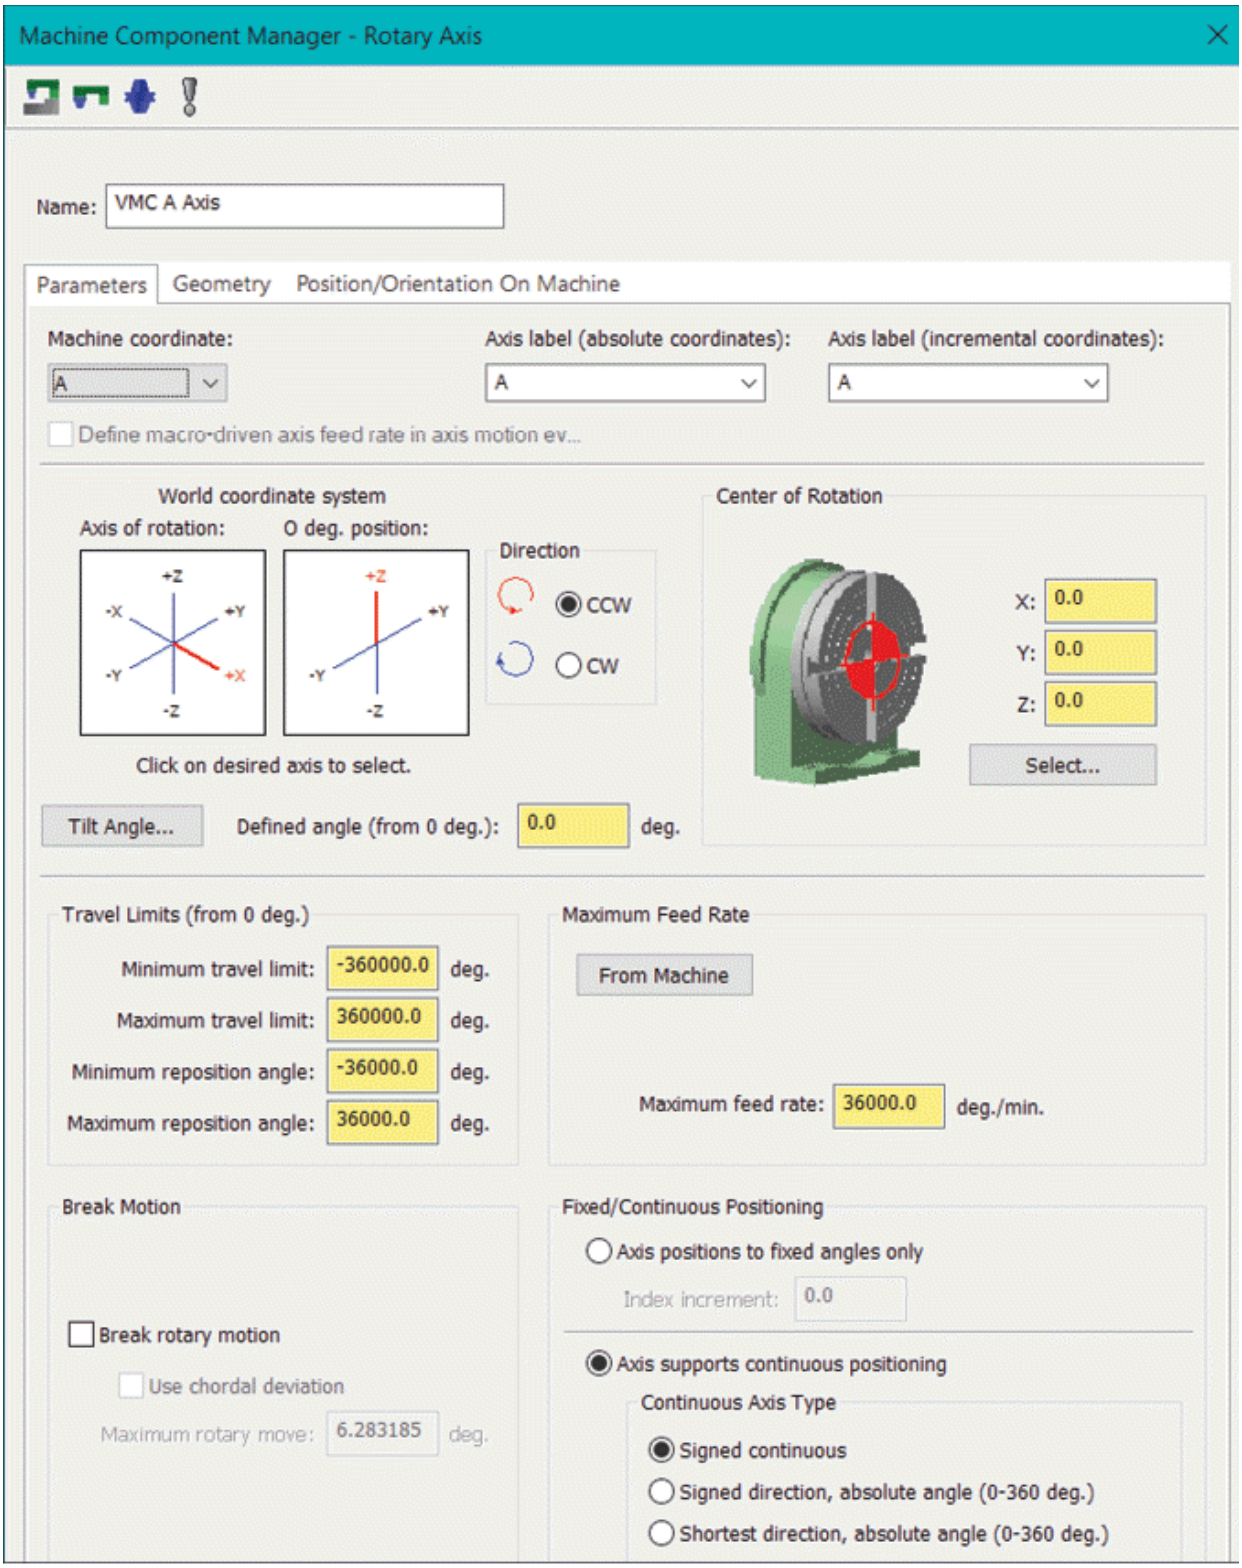

Figure-18. Machine Component Manager-Rotary Axis dialog box
- Double-click on the **A Axis**, **B Axis**, or **C Axis** component in the **Machine Configuration** area of the **Machine Definition Manager** dialog box. The **Machine Component Manager - Rotary Axis** dialog box will be displayed; refer to Figure-18.